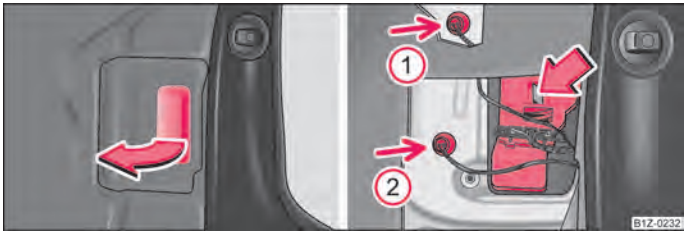

Fig. 190 Luggage compartment: Cover for the lamp holder/removing the lamp holder
- Open the lamp holder cover ⇒ fig. 190 - left.
- Take out the light bulbs of the tail light (arrow ① and ②).
- Press the catch in the direction of arrow and take out the lamp ⇒ fig. 190 - right.
- Take out the light bulbs from the rear parking light (arrow ① and ②).
- Take the defective light bulb (arrow ① or ②) out of the housing and replace it with a new one.